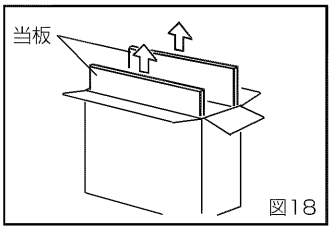
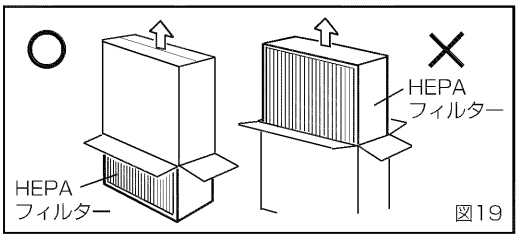

図18
図19
③-1 平坦な床面に置き、梱包箱のシールテープをはがしてください。
③-2 フィルターに付いている仕様銘板の型式を確認してください。
③-3 梱包箱のふたを外側に開き、当板を垂直に抜き取ってください。（図18）
③-4 開いた梱包箱の口を、静かに下に向けて、HEPAフィルターを床面に接地させてください。
③-5 梱包箱を垂直に抜き上げて取り去ってください。（図19）
③-6 ポリ袋は、取り付ける直前に取りはずしてください。
（図19）